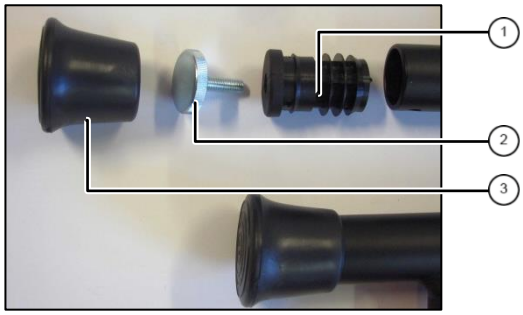

Abb. 1: Ständerfüße
1. Stopfen ① einpressen, Rändelschrauben ② festziehen, Ständerschuhe aufschieben ③ (Abb. 1).